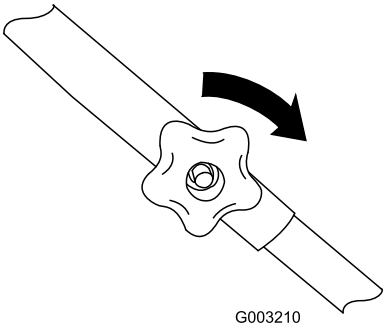

Figure 5
4. Install the bolts and upper handle knobs with the knobs on the outside of the handle, tightening the knobs as tight as you can (Figure 5).